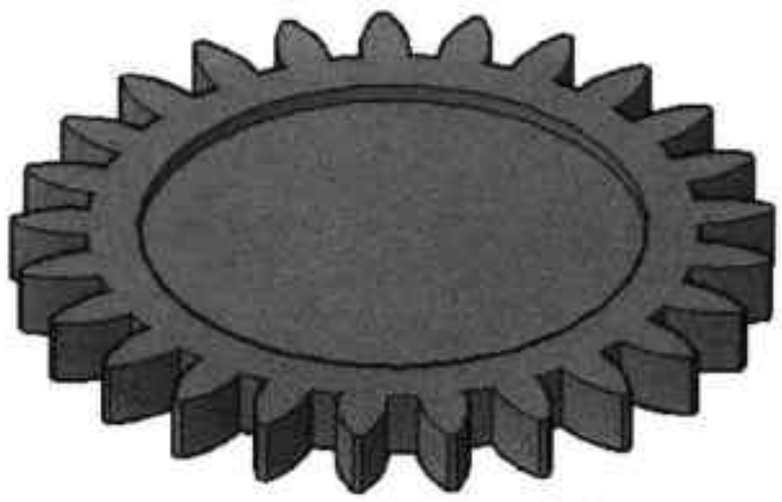

图12-52 执行差集命令
Step15 执行“差集”命令，将绘制的圆柱从齿轮模型中减去，将视图样式切换至概念模式，结果如图 12-52 所示。